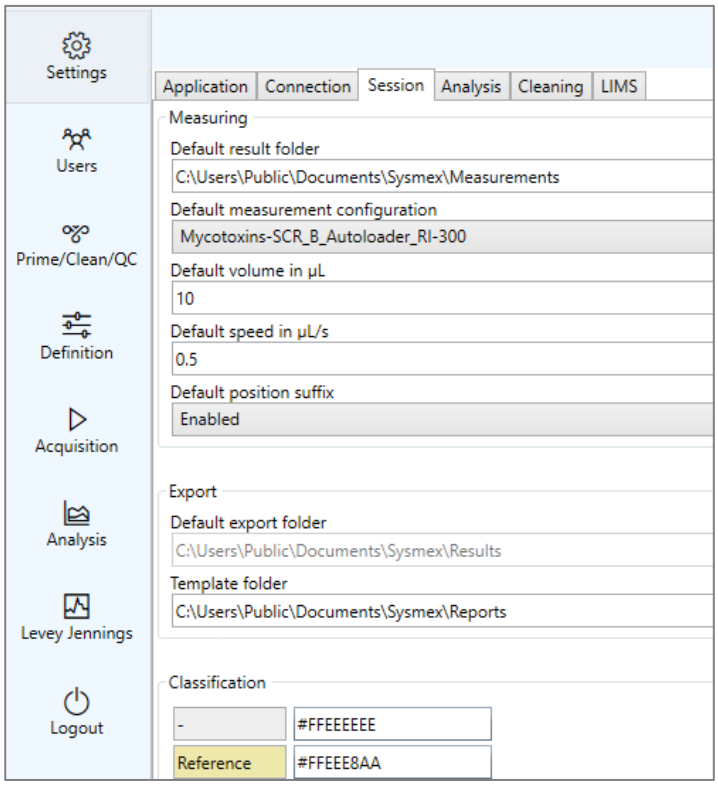

Figure 2. Default measurement settings
5. First check that the settings under Settings → Sessions match those shown in Figure 2. If necessary, select the correct default storage location and the default measurement configuration file.→